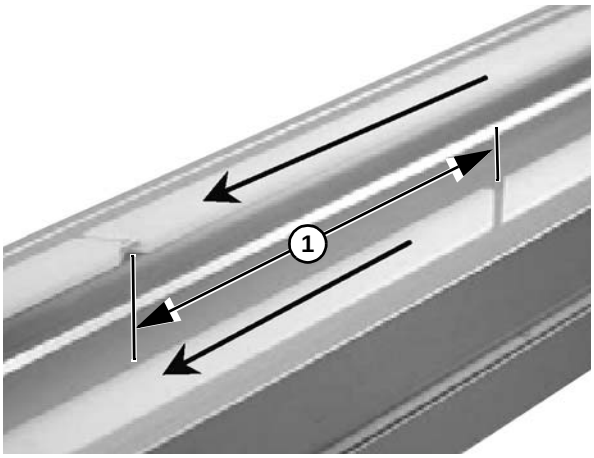

Figure 57
3. Do not place two wear strip joints opposite each other. Make sure there is a distance of at least 4” **(Figure 57, item 1)** between them to make the chain run smoother. This does not apply to a wear strip that begins by an idler unit or after a drive tail, where joints are always parallel.